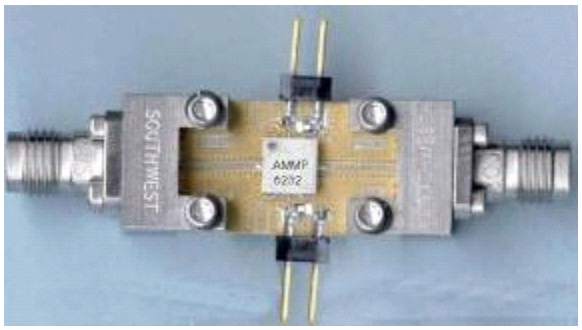

Figure 20. Evaluation/Test Board (available to qualified customer request)
1. S-parameters are measured on R&D Eval Board as shown in Figure 20. Effects of connectors and board traces are included in results.
2. Noise Figure is measured on R&D Eval Board as shown in Figure 20, and with a 3dB pad at the input. Board and Connector losses are already de-embeded from the data.